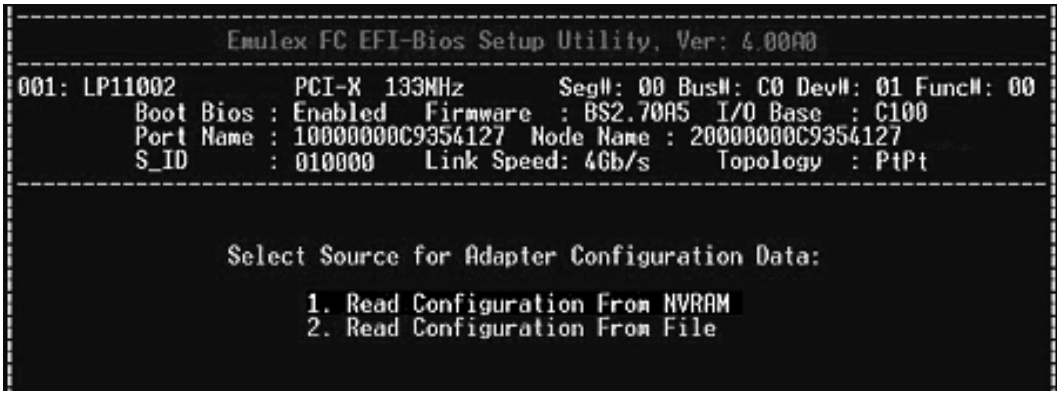

Figure 52: Select Source for Adapter Configuration Data menu
1. On the Save Configuration menu, select **2. Batch Configure Adapters**. You are prompted to select a source for the configuration (Figure 52).
1. On the Save Configuration menu, select, **2. Batch Configure Adapters**. You are prompted to select a source for the configuration (Figure 52).